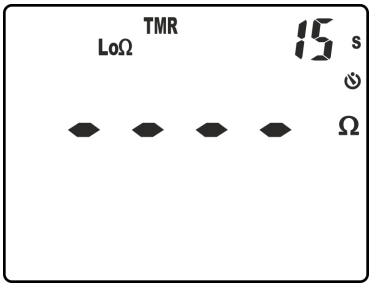

Fig. 30: Configuración tiempo de medida en modo TMR
5. Pulse las teclas ▼/☼ o **▲/ZERO** para configurar el tiempo de medida (Timer) en el rango: **1s ÷ 30s**. Note el valor en la parte superior derecha del visualizador (ver la Fig. 30)